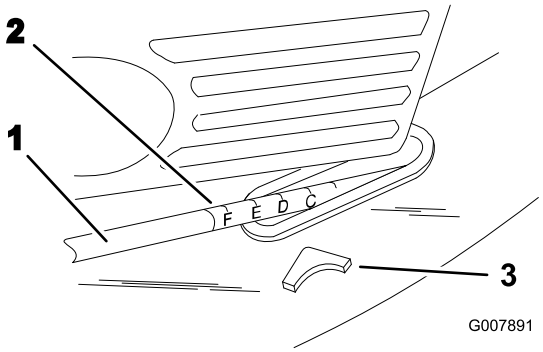

Figur 18
5. Lyft upp eller tryck ner handtaget och använd markören och klipphöjdsinställningen på länkstången för att ställa in önskad klipphöjd på gräsklipparen (Figur 18).